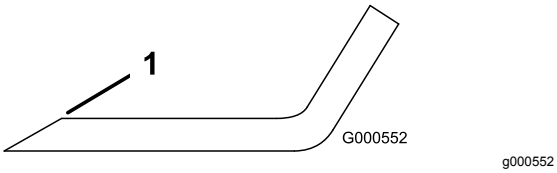

Figure 117
1. Au moyen d'une lime, aiguisez les tranchants aux deux extrémités de la lame (Figure 117).
Remarque: Si la lame est déséquilibrée, limez un peu l'extrémité de l'ailette seulement (Figure 117).